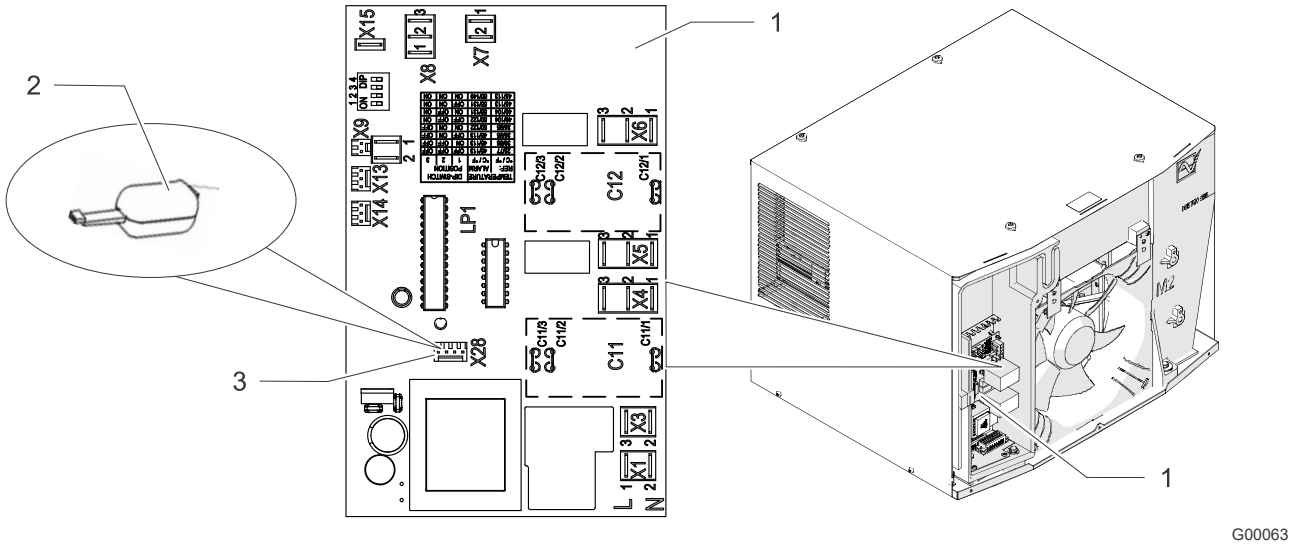

Fig. 28 : Interface de service
- La prise pour l'adaptateur USB (Fig. 28, rep. 2) est marquée sur le plan de branchement avec l'identification de l'équipement X28 (Fig. 28, rep. 3).
La platine du contrôleur (Fig. 28, rep. 1) avec l’interface de service X28 (Fig. 28, rep. 3) est accessible.
2. Raccorder l’adaptateur USB (Fig. 28, rep. 2) à l’interface de service X28.